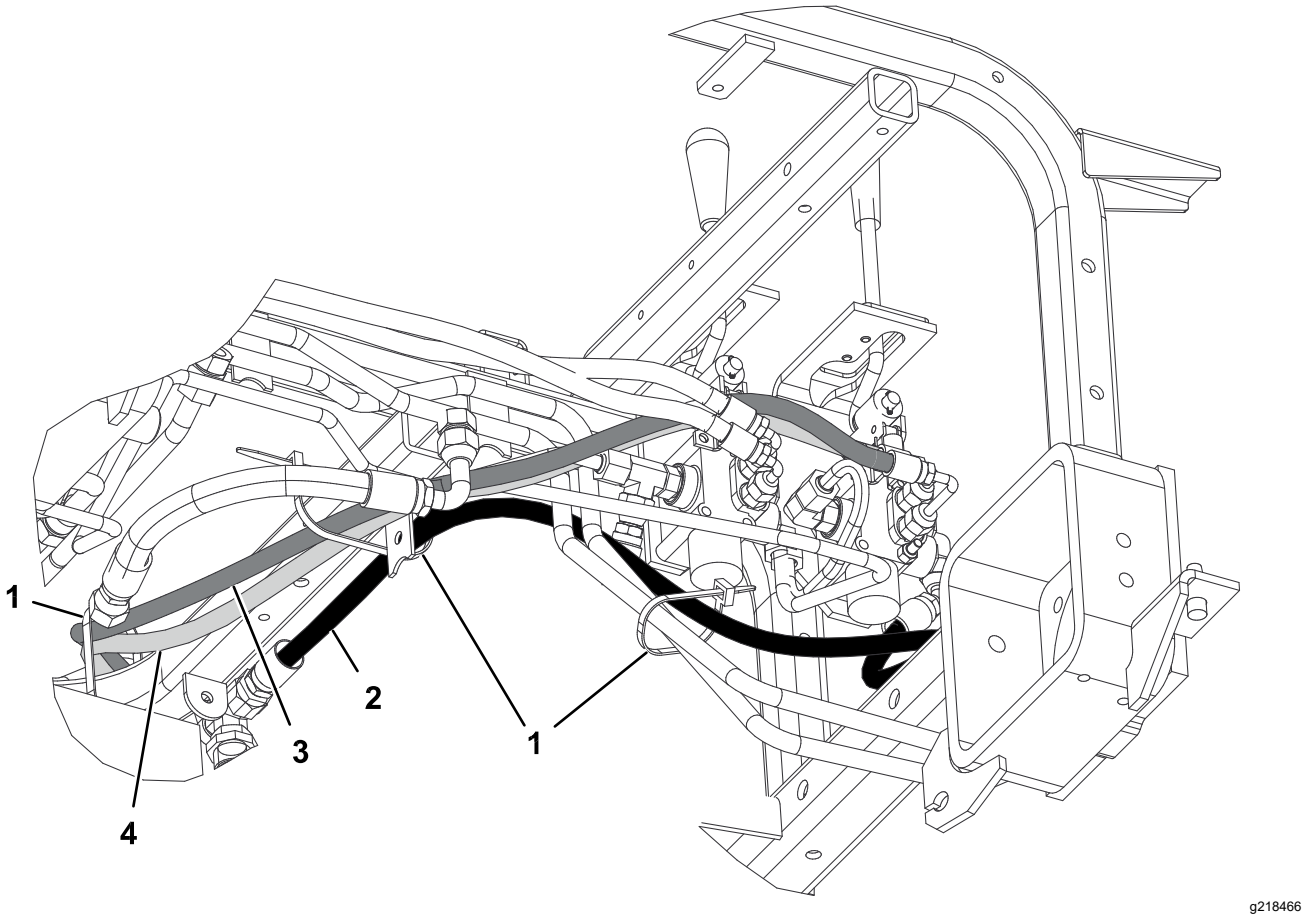
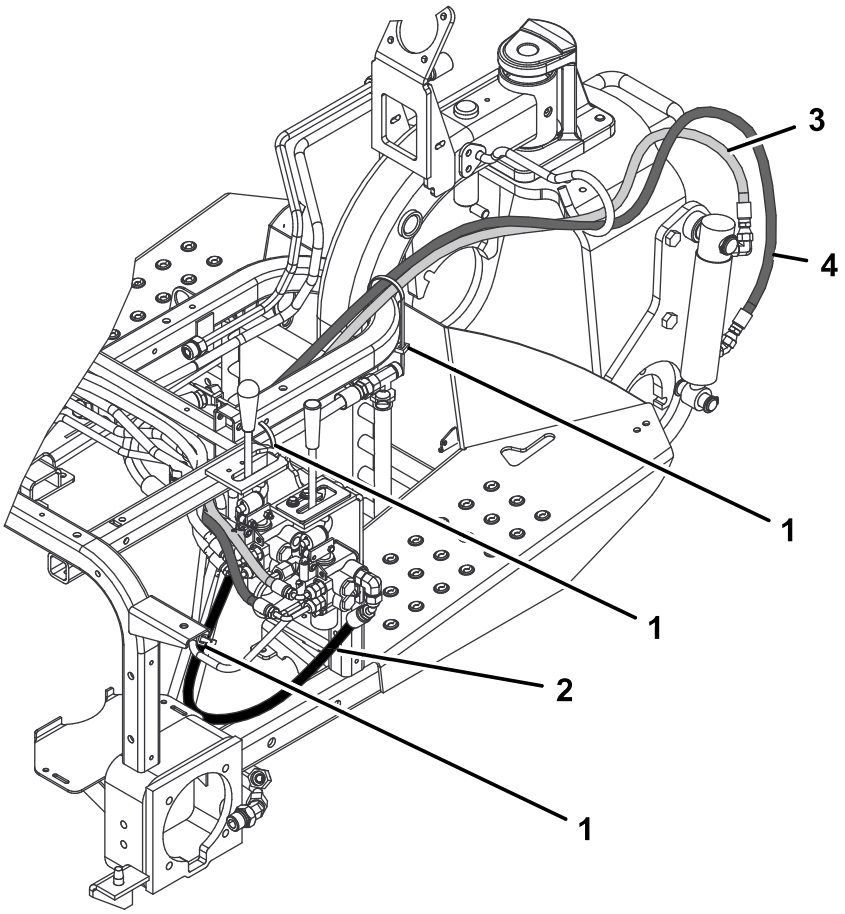

Rysunek 20
Rysunek 21
2. Podłącz wąż hydrauliczny od strony zakończonej kolankiem 45° (nr części 108-8449) do kolanka 90° z prawej strony zaworu, a prosty koniec przewodu do wolnego złącza chłodnicy oleju (Rysunek 19). Sposób poprowadzenia przewodów pokazano na Rysunek 20 i Rysunek 21.
4. Podłącz wąż hydrauliczny od strony zakończonej krótkim kolankiem 90° (nr części 108-8453) do prostego górnego złącza z tyłu zaworu. Poprowadź wąż przez druciany uchwyt węża i podłącz prosty koniec węża do złącza na górze siłownika hydraulicznego (Rysunek 19). Sposób poprowadzenia przewodów pokazano na Rysunek 20 i Rysunek 21.
5. Podłącz wąż hydrauliczny od strony zakończonej długim kolankiem 90° (nr części 108-8454) do prostego dolnego złącza z tyłu zaworu. Poprowadź wąż przez druciany uchwyt węża i podłącz prosty koniec węża do złącza na dole siłownika hydraulicznego (Rysunek 19). Sposób poprowadzenia przewodów pokazano na Rysunek 20 i Rysunek 21.
7. Używając opasek kablowych, zamocuj węże do maszyny w miejscach pokazanych na Rysunek 20 i Rysunek 21.